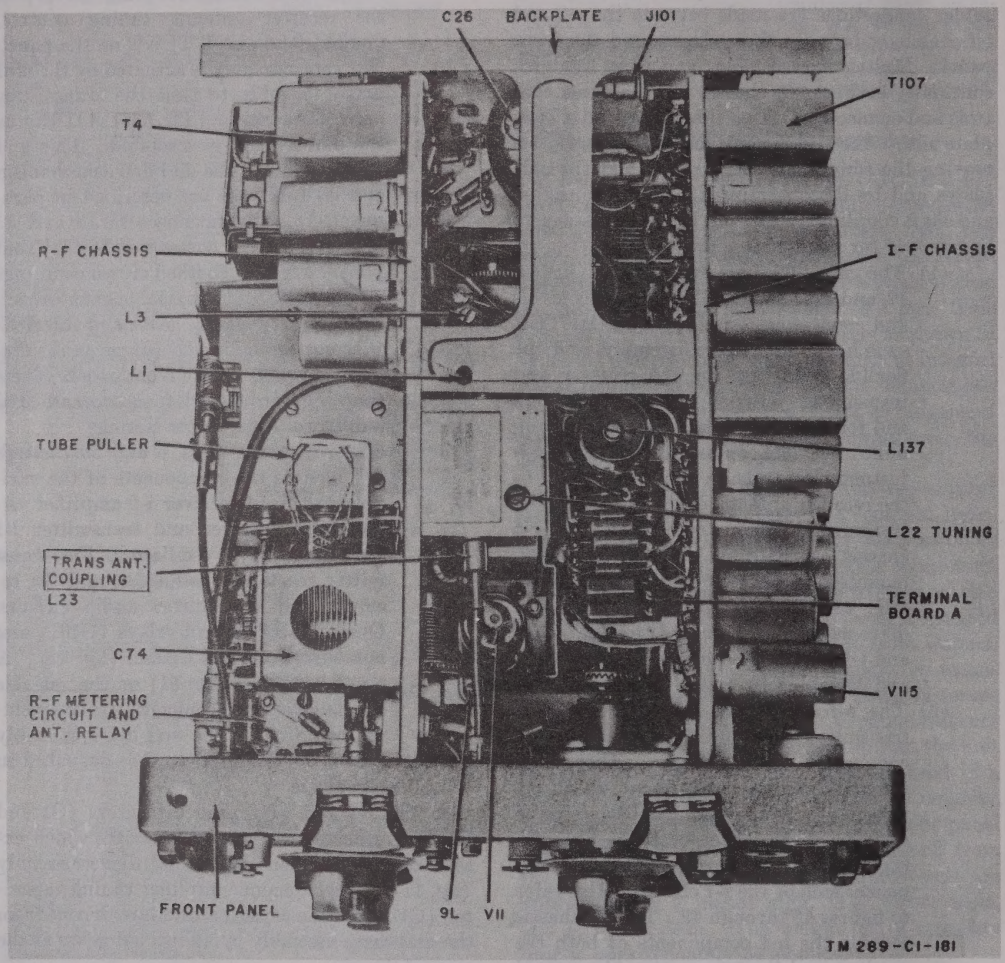

Figure 4. Typical receiver-transmitter, case removed, top view of panel and chassis assembly.
c. Figures 4 through 7 show a typical panel and chassis assembly removed from the case. The receiver-transmitter consists of three separable subchassis (fig. 40), namely, a front panel, an r-f chassis, and an i-f chassis. The r-f chassis mounts the h-f (high-frequency) parts of both the transmitting and receiving circuits. The receiver i-f components and the audio components of both the
b. Tube puller (fig. 4).